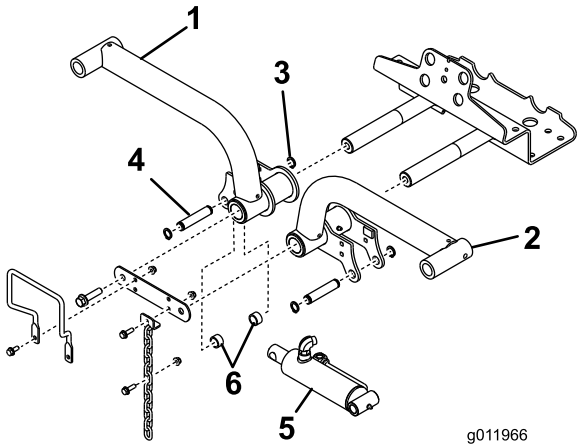

Figur 15
4. Skjut in lyftarmarna i de vridbara axlarna (Figur 15) och fäst varje arm med den länk till lyftarmens vridbara axel och de bultar som du tidigare tog bort.
6. Fäst lyftcylinderns högra ände på den högra lyftarmen med ett stift och två distansbrickor (Figur 15). Fäst den med en fästring.